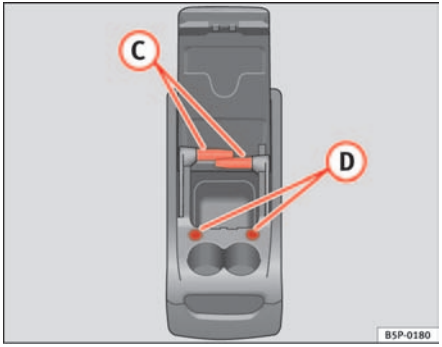

Fig. 112 Mobile stowage compartment Uses
To use the table (C) ⇒ page 140, fig. 112, it must be removed from its compartment on the side of the mobile stowage compartment and fitted into compartment (D) ⇒ page 140, fig. 112 on the front section of the mobile stowage compartment.